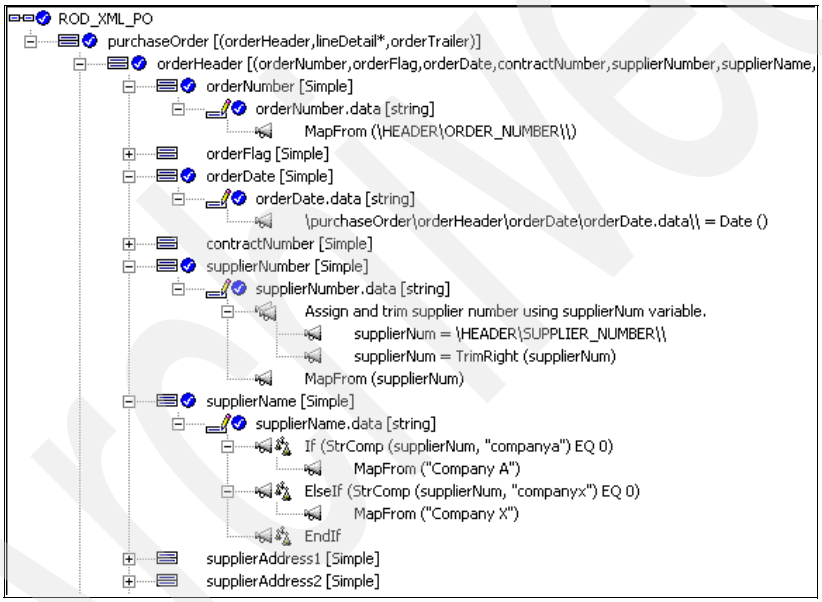

Figure 15-49 Mapping Command window for orderHeader
14. At this point, the mapping commands for the orderHeader element should appear as shown in Figure 15-49.